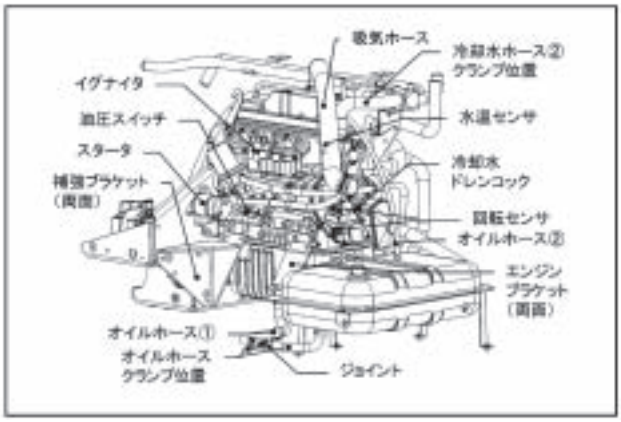
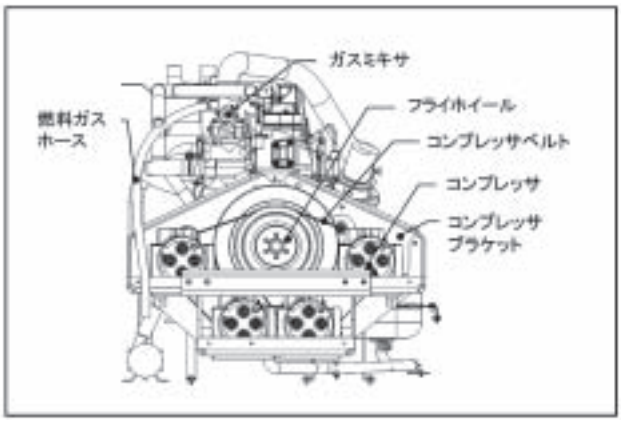
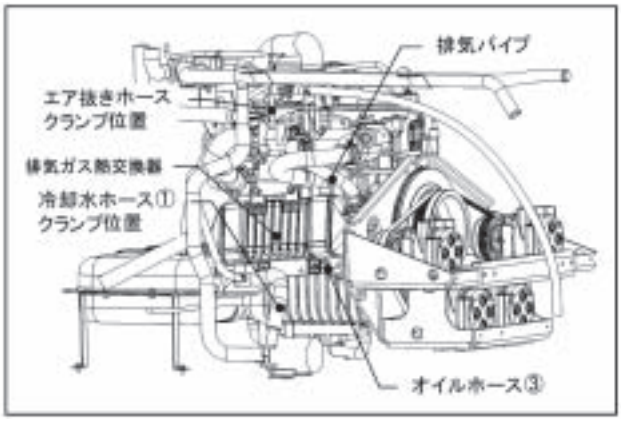

図 1
図 2
図 3
1. 燃料ガスホースを外す。(図 2)
2. エンジンオイルを抜く。(図 1、図 3)
3. 冷却水を抜く。(図 1、図 3)
4. ハーネスを取り外す。(図 1、図 2)
5. 排気ガス熱交換器を取り外す。(図 3)
6．コンプレッサベルトを外す。(図2)
7．フライホイールを取り外す（ボルト6本)。(図2)
8．吸気ホースを取り外す。（図1)
9．スタータを取り外す。（図1)
10．補強ブラケット（両面）を取り外す。(図1)
11．コンプレッサを取り外す。(図2)
3）エンジンブラケット（2ヶ所：図1）をエンジンマウントとともにエンジンから取り外す。